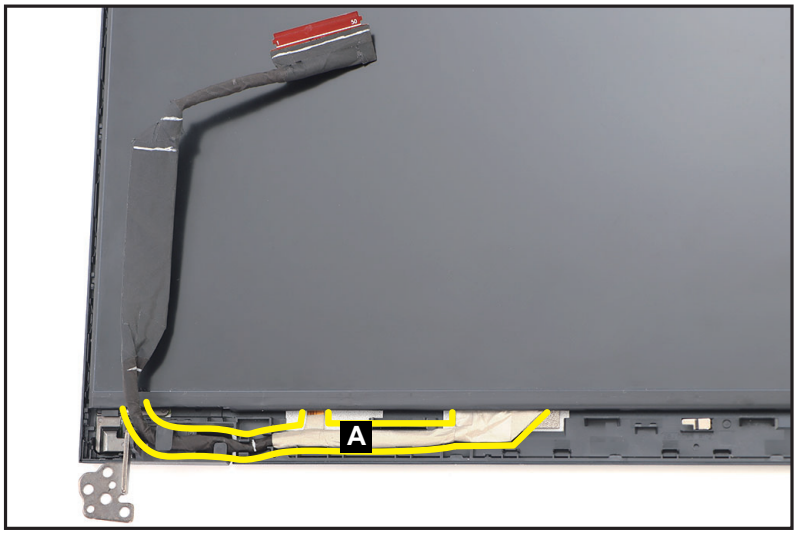

Figure 1-57. LCD Panel Removal
1. Unroute and detach the LCD cable (A) from the cable guides on the LCD cover as shown in Figure 1-57.